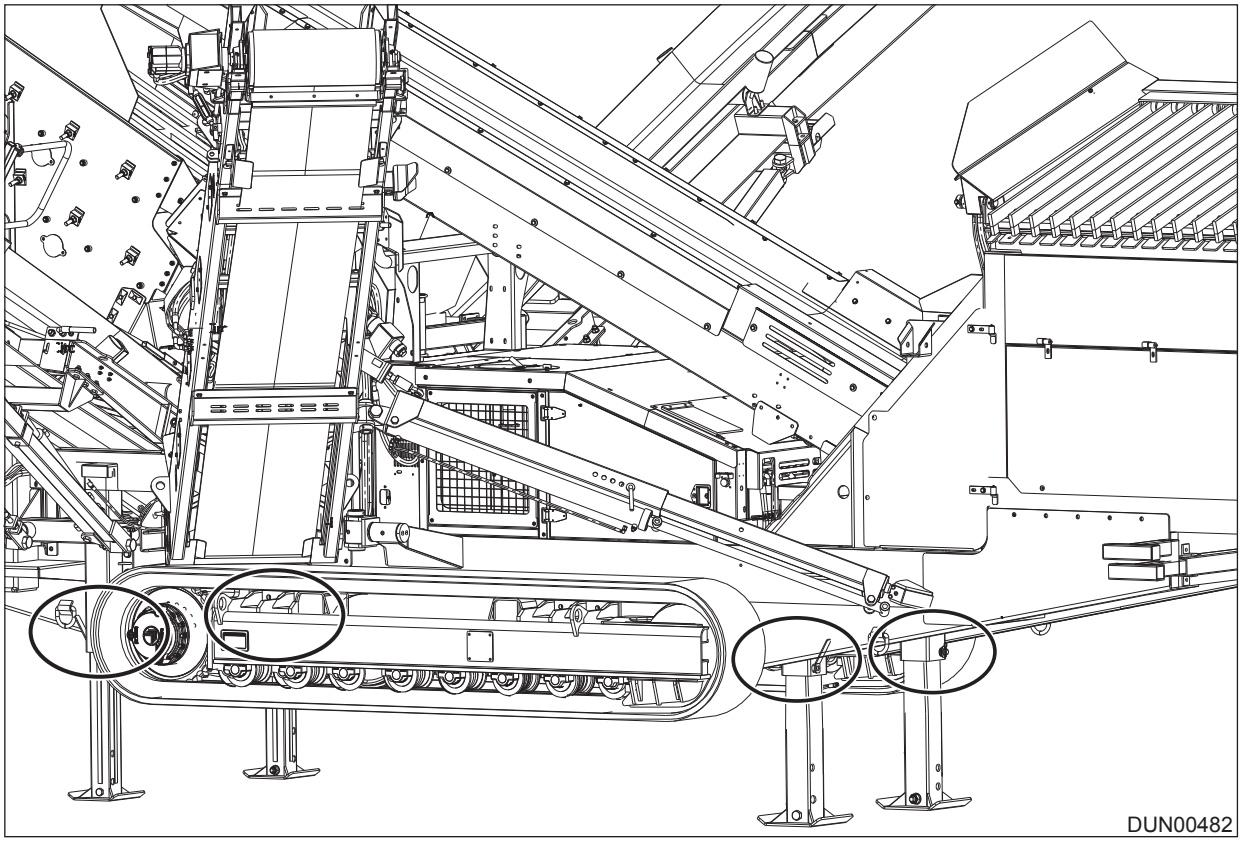

Figure 5.52 - Jacking legs extended
5. Check fittings around valve blocks and rams for leaks. Pin in the positions, Reference: Figure 5.52.